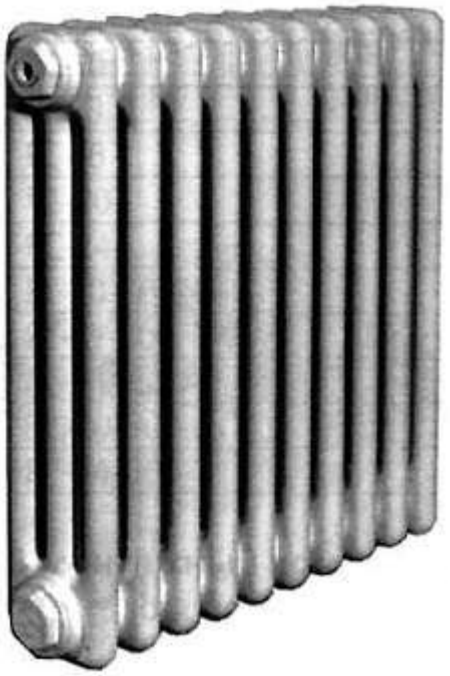

Рис. 1.1. Общий вид радиатора «Zehnder Charleston»
1.3. Стальные трубчатые секционные **радиаторы «Zehnder Charleston»** (рис.1.1) и их модификации со встроенным термостатом **«Zehnder Charleston Completto»** – травмобезопасные и гигиеничные отопительные приборы классической формы, широчайшей номенклатуры типоразмеров по глубине, высоте и длине, **предназначенные для отопления помещений зданий различного назначения, в том числе детских и медицинских.**